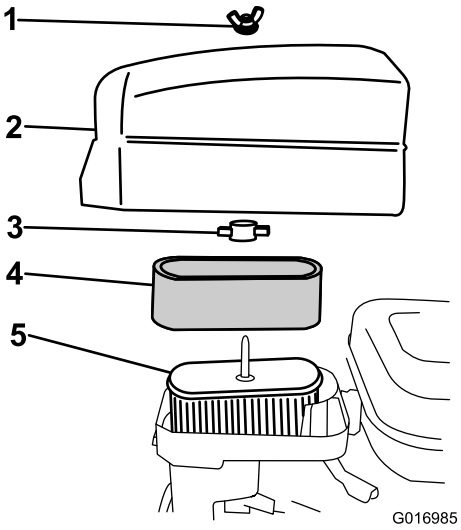

**Figur 29**
4. Hvis skumelementet er skittent, fjerner du det fra papirelementet (Figur 29) og rengjør det grundig, som følger: